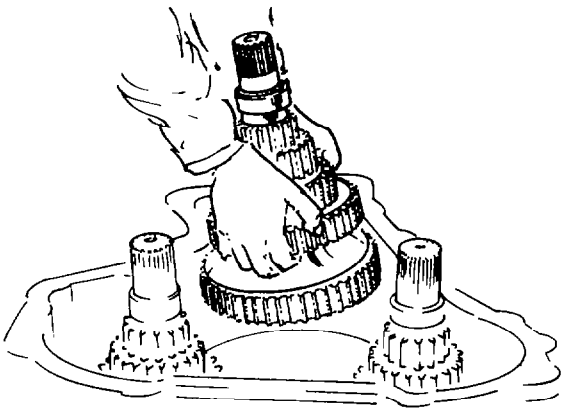

Fig. 194 — Installing Countershaft Assemblies
a. Position the transmission front case vertically and install the three front countershaft assemblies in the case (see fig. 194).